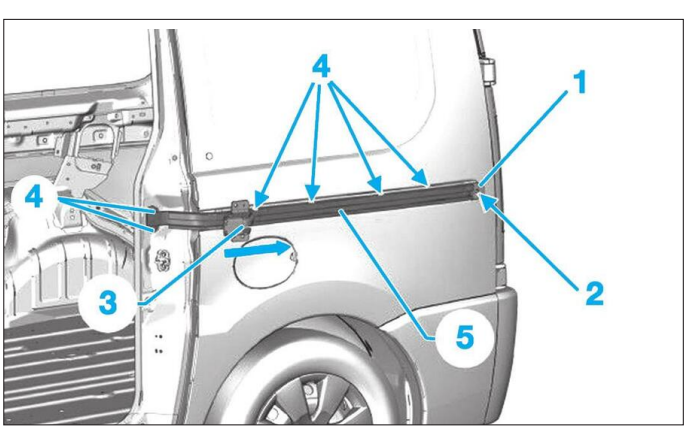

**Fig. 93**
• Déposer la vis (1) et le cache (2) du rail central **(Fig.93)**.
• Retirer le chariot du rail (3) (flèche).
• Déposer les vis (4).
• Déposer le rail central (5).